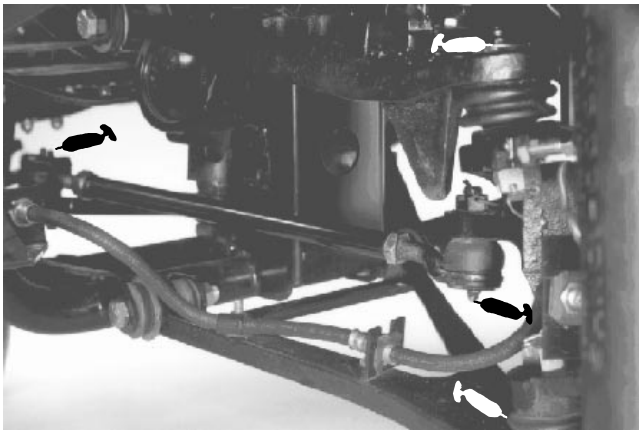
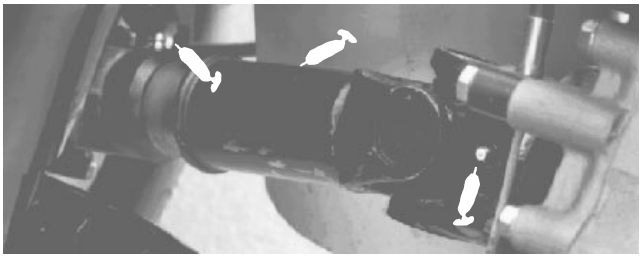

**Figure 24**
**Figure 25**
**(Fig. 24–29)**
The grease fitting locations and quantities are: Tie rod ends (4) (Fig. 24), Front ball joints (4) (Fig. 24), Rear drive shafts (18) (Fig. 25) Front pivot bushings (2) (Fig. 26); Pedal Pivots (4) (Fig. 27); Steering shaft (1) (Fig. 28) and Accelerator Arm (1) (Fig. 29).